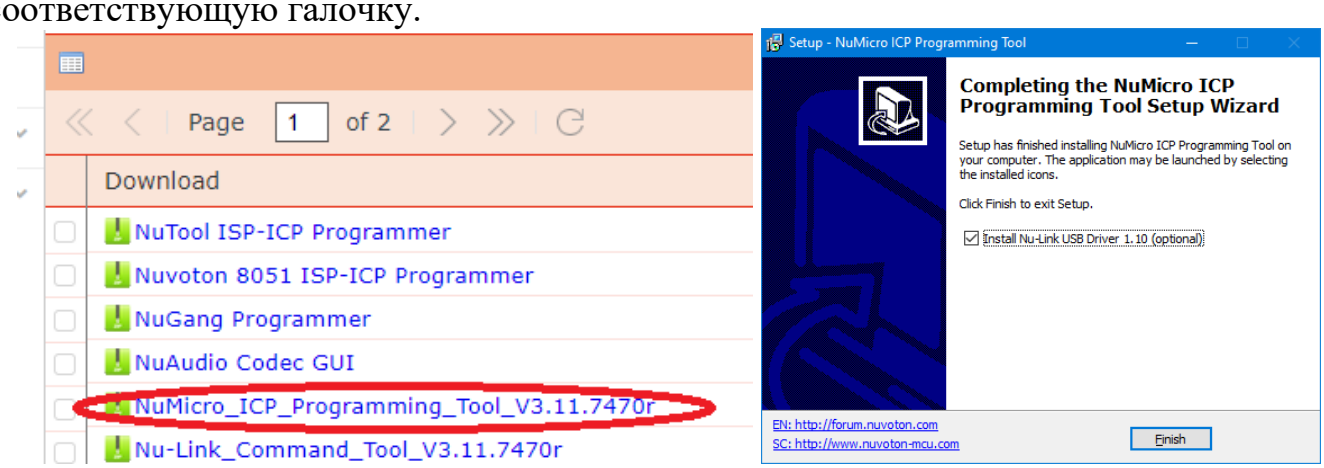

Рис.1
1. Установить (если ещё не установлено) ПО для программирования Nuvoton NuMicro ICP Programming Tool, доступное по ссылке https://www.nuvoton.com/tool-and-software/software-tool/programmer-tool/ (https://www.nuvoton.com/resource-download.jsp?tp_GUID=SW1720200221181328), см. Рис.1. При установке ПО необходимо также установить драйвер Nu-Link USB Driver, поставив соответствующую галочку.